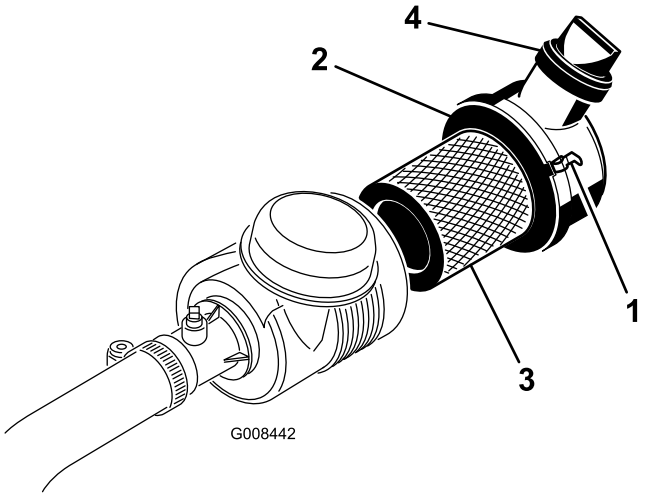

**Figur 37**
1. Lossa spärrhakarna som håller fast luftrenarkåpan på luftrenarhuset (Figur 37).
7. Sätt tillbaka kåpan och säkra spärrhakarna (Figur 37).